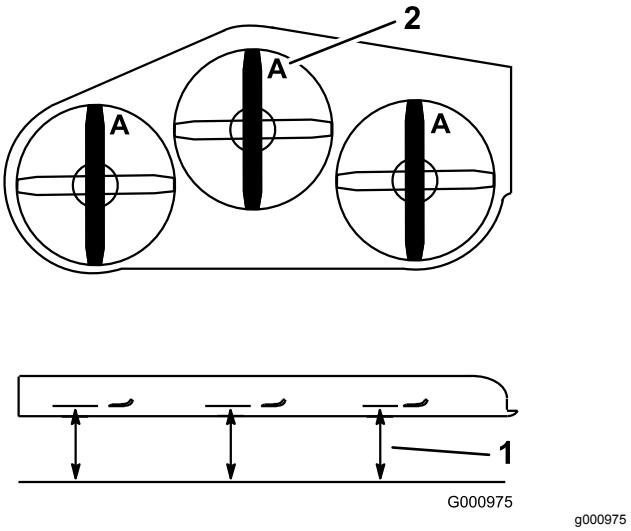

Figur 77
4. Mät från en plan yta till knivens egg vid punkt **A** på knivarna (Figur 77).